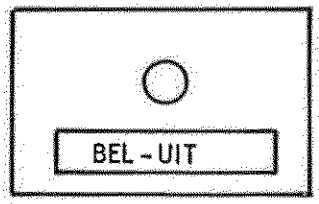

fig.57
1.1.2 De akoestische meldingen kunnen door de heuvelwachter tot zwijgen worden gebracht met de bediening van de druktoets "BEL UIT" (zie fig.57, 58 en 59).